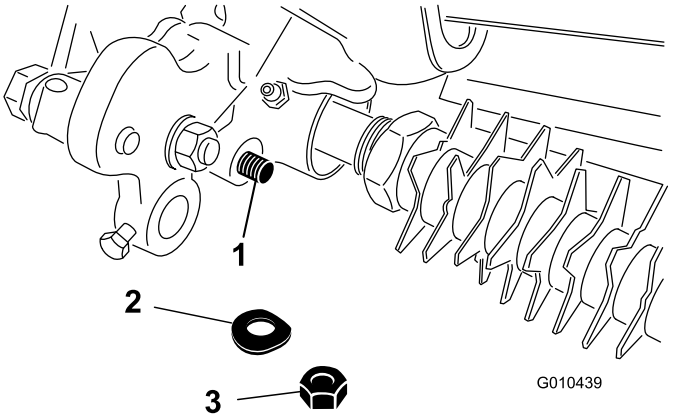

Figur 31
4. Ta bort låsmuttern och fjäderbrickan som fäster klipphöjdsarmens stångände till trimsatsdrivenheten (Figur 31).